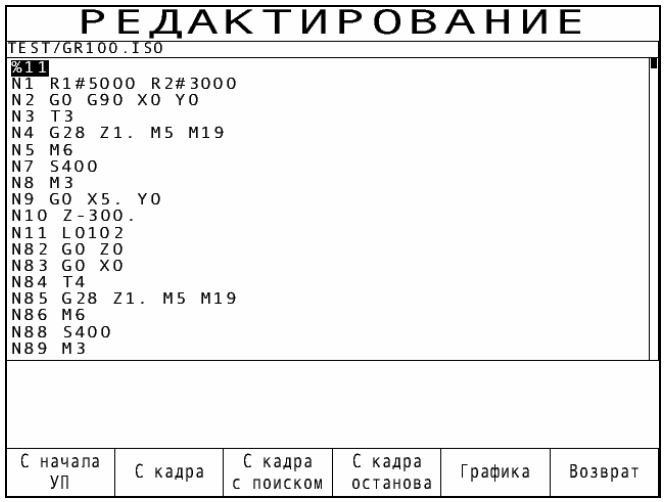

Рис. 5.4
3) нажать клавишу F5 ("Отработка УП"), на экране индицируется меню рис.5.4;
3) нажать клавишу F5 ("Отработка УП"), на экране индицируется меню рис. 5.4;